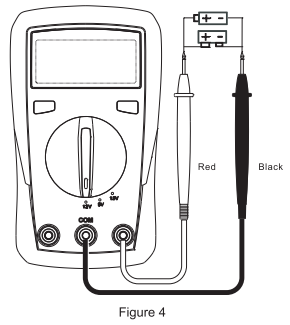

Figure 4
8. Battery measurement (only for UT33B+, see Figure 4)